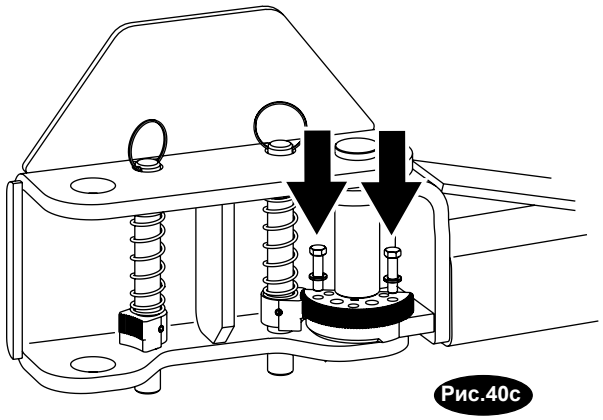

Рис.40c
Затем установите (2) 3/8"-16NC x 1-1/2" HHCS-болта (всего 8 для всех 4 стрел) и шайбы с пружинной фиксацией 3/8" на ограничительное приспособление и стрелу ,но не затягивайте крепеж. См. рис. 40c ,41 и 42.